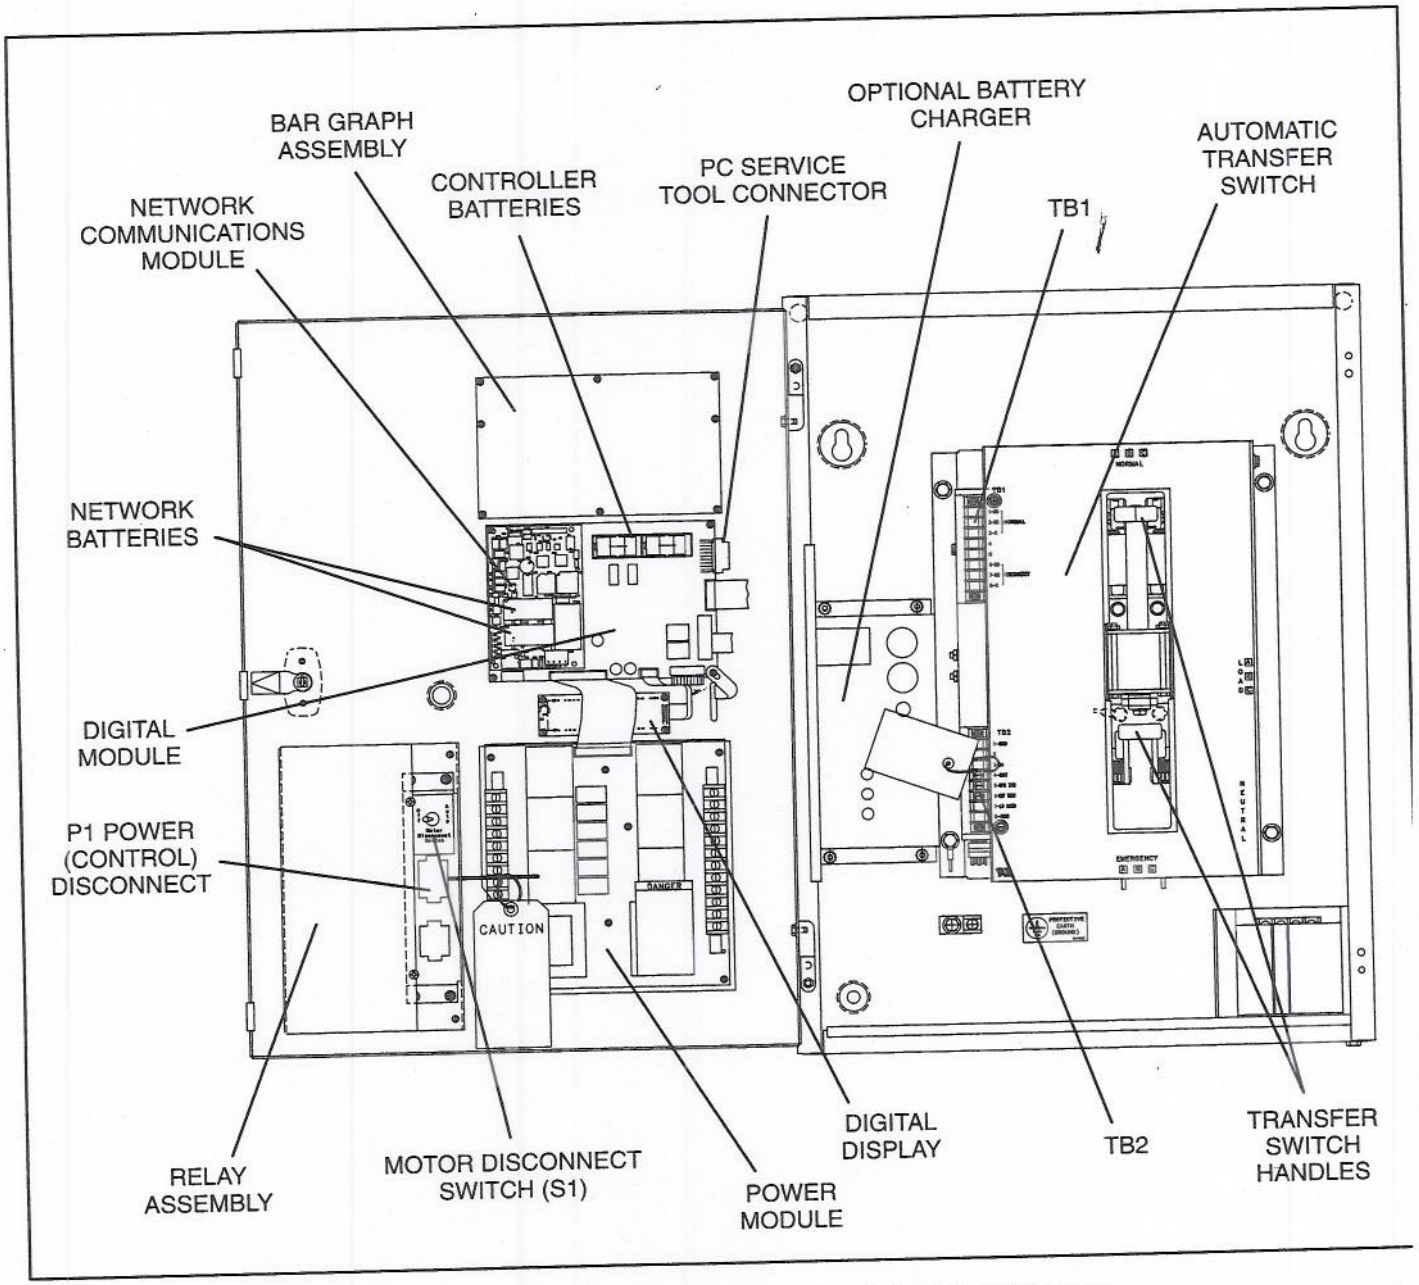

**FIGURE 2-5. INTERIOR/COMPONENTS: 40-125 AMP SWITCH**
B. Replace the batteries (3V lithium) in the Digital Module and the Network Module (if applicable) every two years. See Figures 2-5 and 2-6.